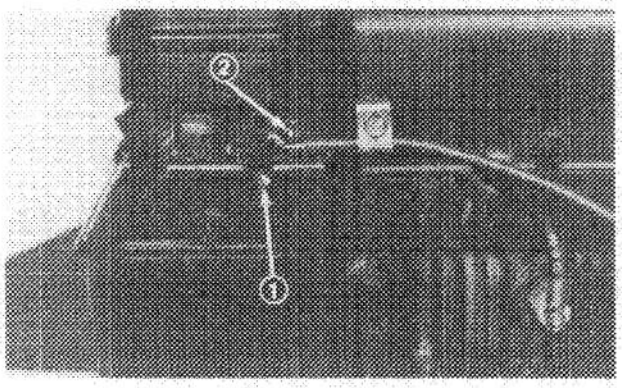

Figure 39
1. Needle Valve — Close valve by gently rotating it clockwise (Fig. 39).